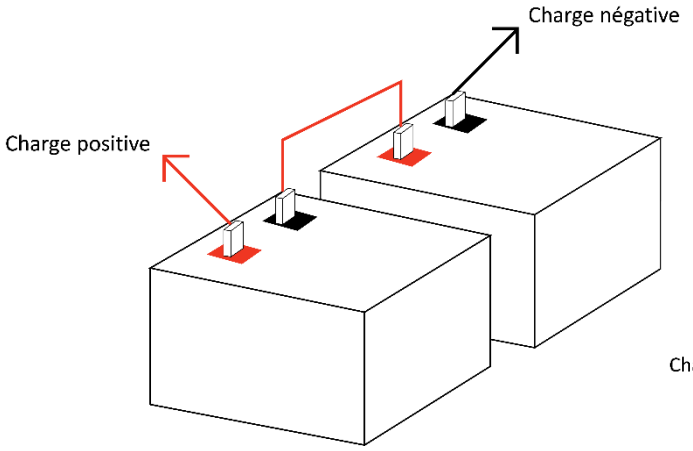
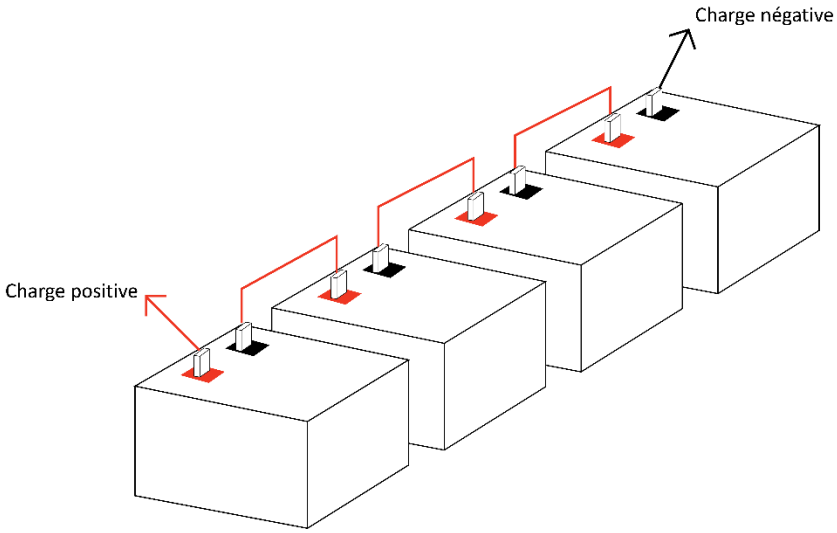

Figure 4.1 : *Deux batteries 8D connectées en Série pour créer une banque de batteries 24V 270Ah*
Figure 4.2 : *Quatre batteries 8D connectées en série pour créer une banque de batteries 48V 270Ah*
7. Répétez les étapes 3-6 pour les batteries supplémentaires, mais **ne dépassez PAS** 48V. Vous trouverez ci-dessous un exemple de connexion en série correcte dans les Fig. 4.1 et Fig. 4.2.